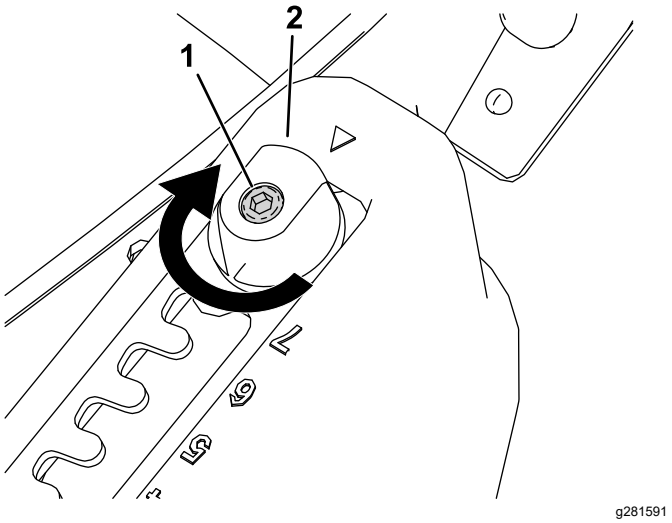
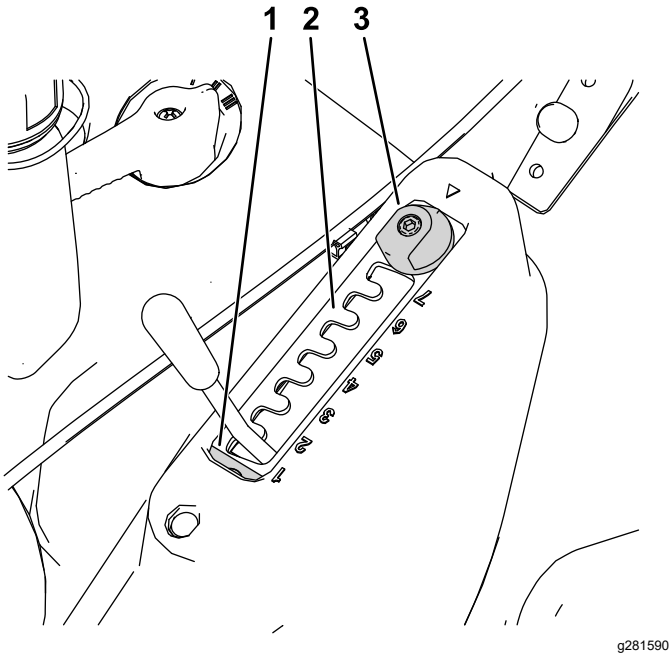

Figur 13
Figur 14
1. Løsne velgerplatens festebolt med en sekskantnøkkel (Figur 13).
2. Vri matchcut-justereren 180° (Figur 13 og Figur 14).